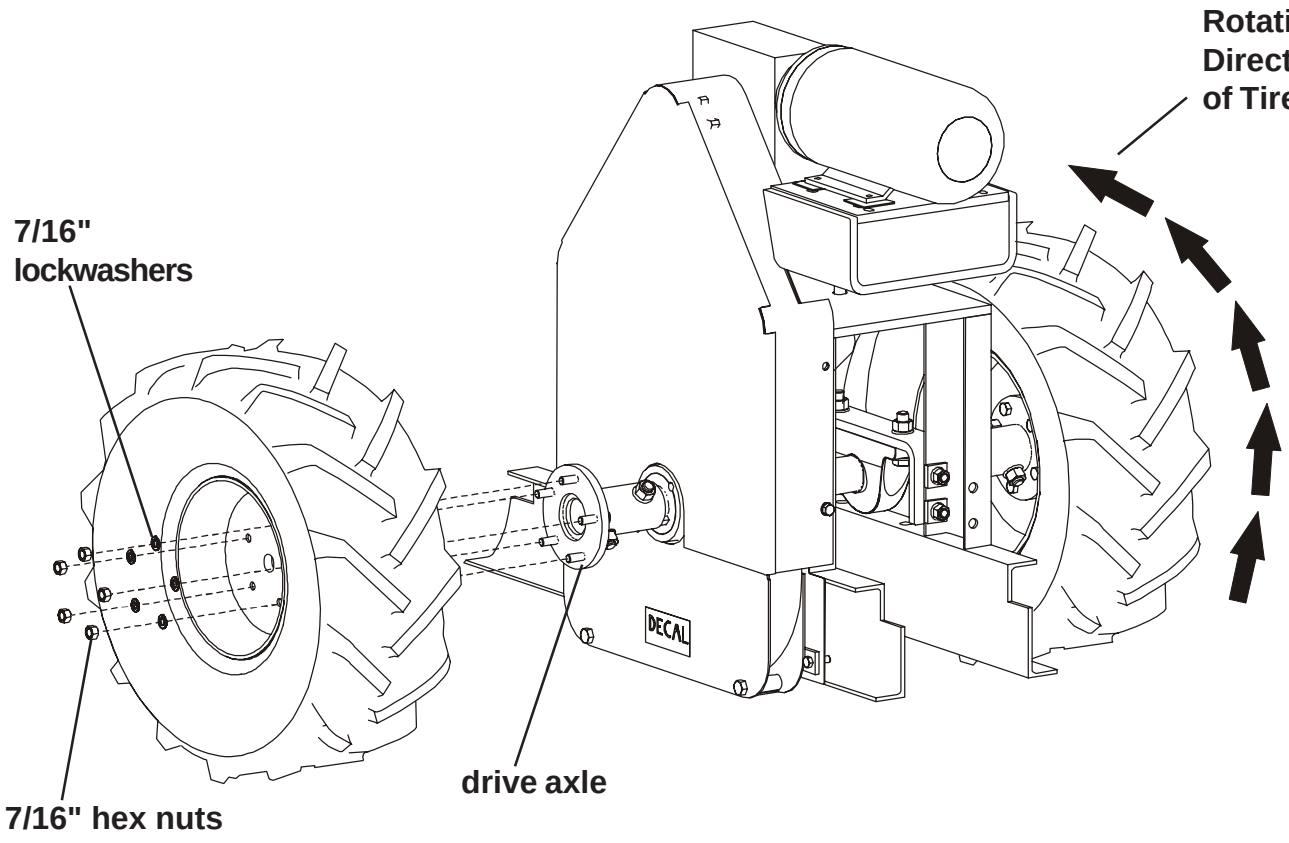

FIG. 10
A. Assemble the tires to the drive axle assembly using ten (10) 7/16" lockwashers, and hex nuts. (See Fig 10)